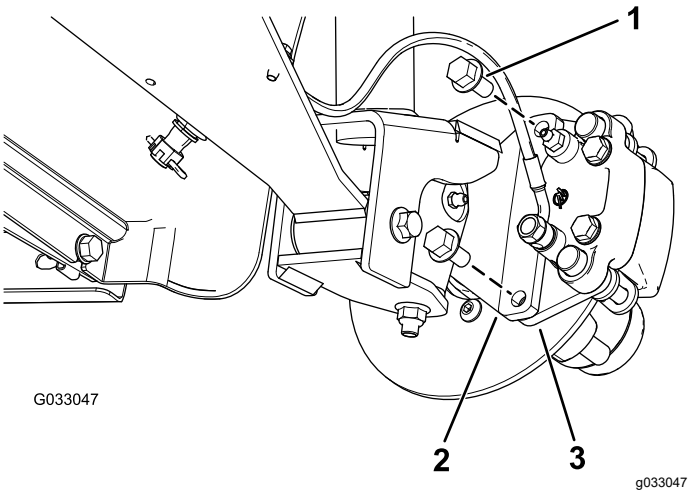
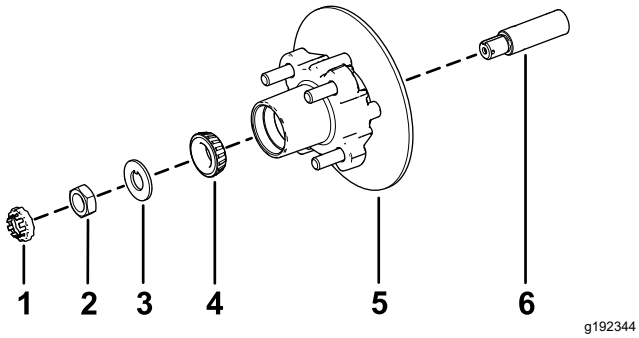

Figur 33
Figur 37
3. Fjern flenshodeboltene (⅜ x ¾ tomme) som fester braketten for bremseenheten til spindelen og skiller bremsen fra spindelen (Figur 33).
1. Påfør et tynt lett lag av det spesifiserte smørefettet på spindelen (Figur 37).
2. Monter nav og rotor på spindelen med rotoren på innsiden (Figur 37).
3. Monter det utvendige lageret på spindelen, og plasser lageret i det utvendige setet (Figur 37).
4. Monter skiven med tapp på spindelen (Figur 37).
5. Skru spindelmutteren på spindelen, og stram mutteren med et moment på 15 Nm mens du roterer navet for å sette lagrene på plass (Figur 37).
2. Innrett bremseklossene på begge sider av rotoren (Figur 33) og hullene i kaliperbraketten med hullene i bremsemonteringen på spindelrammen (Figur 37).
3. Fest kaliperbraketten til spindelrammen (Figur 33) ved hjelp av de to flenshodeboltene (⅜ x ¾ tomme).